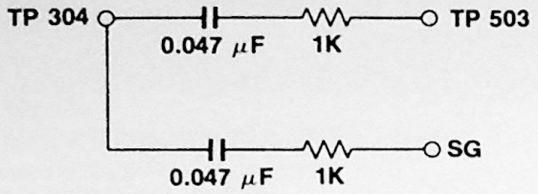

Figure 48. Isolating Network
3. Connect network (1K resistor in series with .047 μF capacitor — Figure 48) from TP 503 (FM Modulator Record and Head Amp Board) to TP 304 (Luminance Board).
4. Connect a signal generator to TP 304 through network (1K resistor and a .047 μF capacitor — Figure 48).